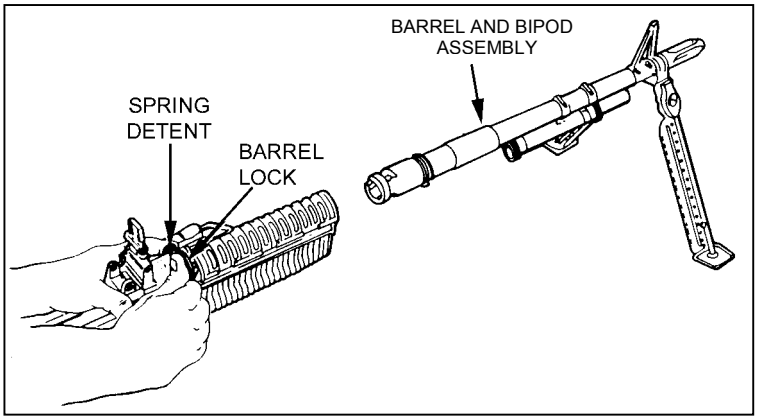

Figure 2-12. Removal of the barrel assembly.
d. **Removing the Barrel Assembly**. The gunner pushes in the spring detent, raises the barrel lock, and removes the barrel assembly (Figure 2-12).